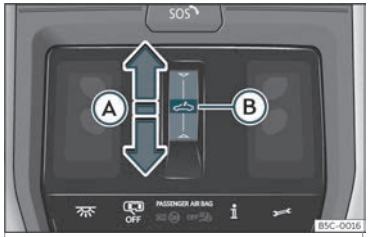

Abb. 83 Im Dachhimmel: Taste des Glasdachs.
- Automatische Bewegung: den Finger nach hinten über den Funktionsbereich ⏏ ››› **Abb. 83** Ⓐ ziehen.
• Innerhalb von etwa 5 Sekunden nach der Aktivierung des Einklemmschutzes den Finger nach vorne über den Funktionsbereich ››› **Abb. 83** Ⓐ ziehen und gedrückt halten bis das Dach vollständig geschlossen ist.